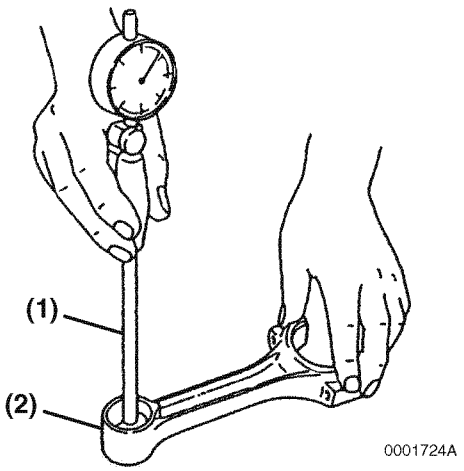

Figure 6-119
1. Measure the wrist pin bushing bore using a bore gauge **(Figure 6-119, (1))**. Replace the bushing if not within specifications. If the bushing has been removed, measure the inside diameter of the connecting rod small end **(Figure 6-119, (2))**. *See Connecting Rod on page 6-22 for specifications.*